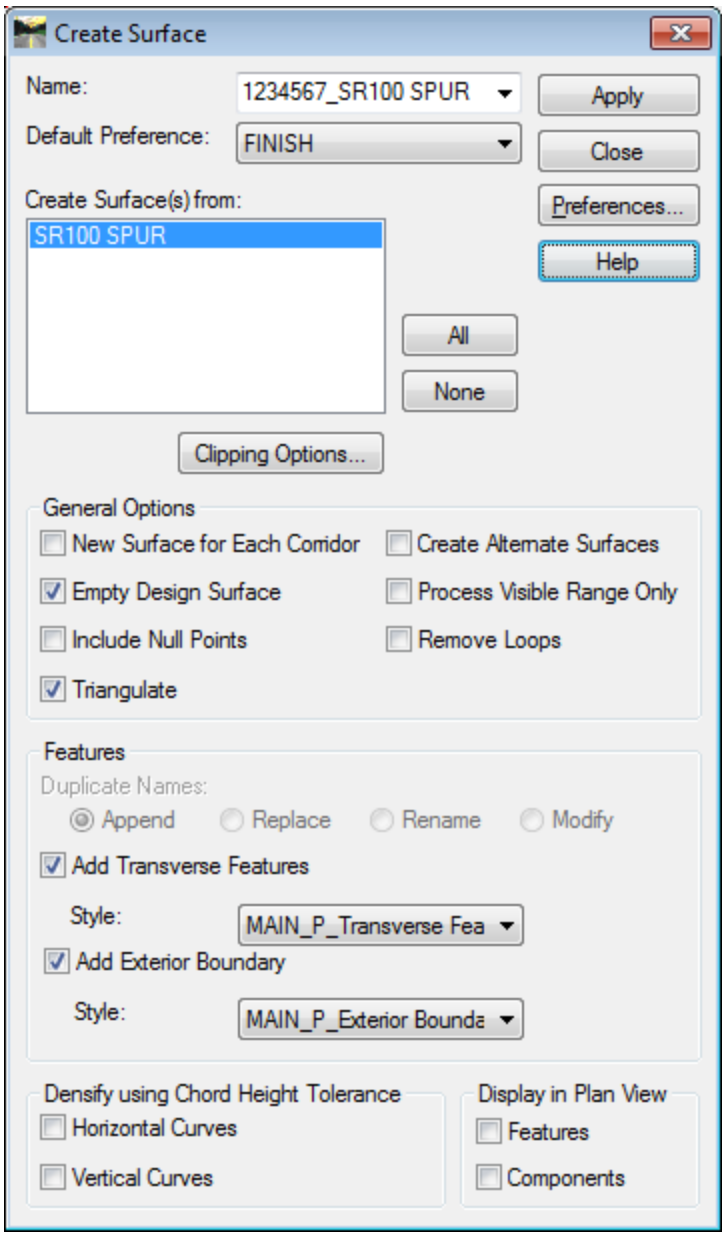

Figure L8-84 Create Surface
- Ensure the settings in the **Create Surface** dialog match those shown in *Figure L8-84*.